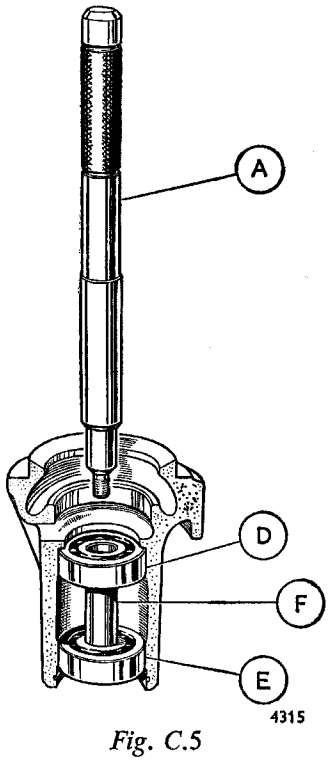

Fig. C.5
Insert the driver (A, Fig. C.5) into the rear bearing (D) and tap it downwards until the front bearing (E) and the distance piece (F) are released.